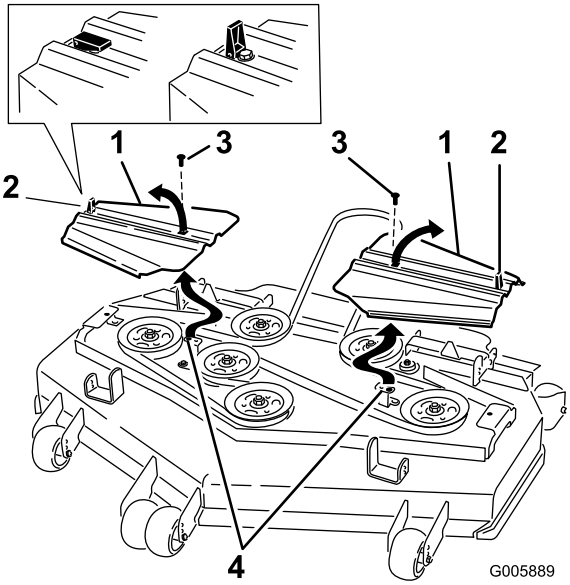

Figur 60
12. Montera remkåporna och för in flikarna i spåren. Montera skruvarna och lås spärrhakarna (Figur 60).